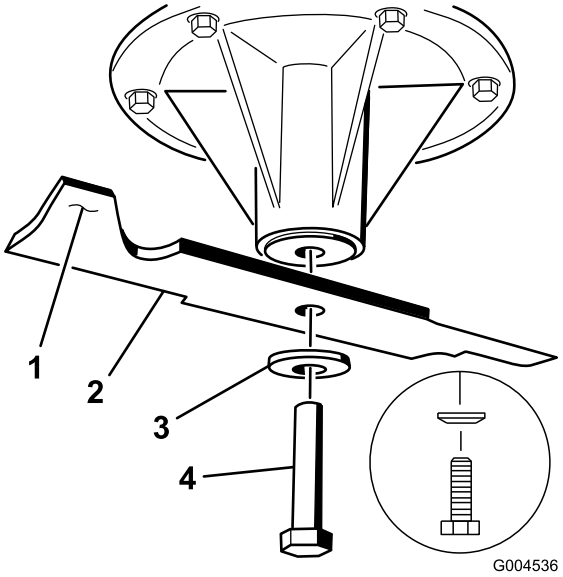

Figuur 81
1. Monteer het mes op de as (Figuur 81).
2. Monteer de veerschijf en de mesbout. De conus van de veerschijf moet worden gemonteerd op de boutkop (Figuur 81). Draai de mesbout vast met een torsie van 115–149 Nm.